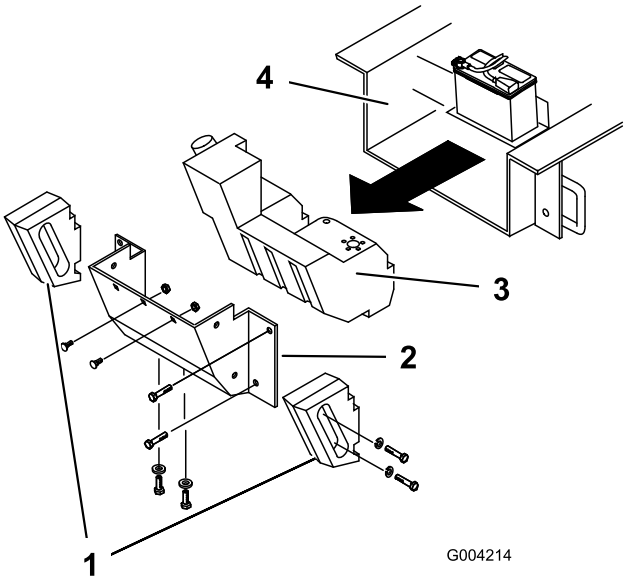

Figuur 57
Na verloop van tijd zal er vuil aankoeken op het chassis onder de motor. Dit moet worden verwijderd. Open de motorkap en inspecteer regelmatig het gebied onder de motor met behulp van een zaklamp. Als de laag vuil 2,5 tot 5 cm dik is, voltooi dan de volgende procedure (raadpleeg Figuur 57 tijdens deze procedure):
4. Verwijder de bouten, ringen en borgringen waarmee de twee zijgewichten zijn bevestigd en verwijder de gewichten (Figuur 57).
7. Verwijder de zes moeren waarmee het achterpaneel is bevestigd en verwijder het paneel (Figuur 57).
9. Schuif de brandstoftank naar achteren (Figuur 57).
16. Schuif de brandstoftank gedeeltelijk in het chassis (Figuur 57).
22. Plaats het achterpaneel terug en bevestig het met de zes bouten en moeren die u eerder hebt verwijderd (Figuur 57).
24. Monteer de zijgewichten met de bouten, ringen en borgringen die u eerder hebt verwijderd (Figuur 57).